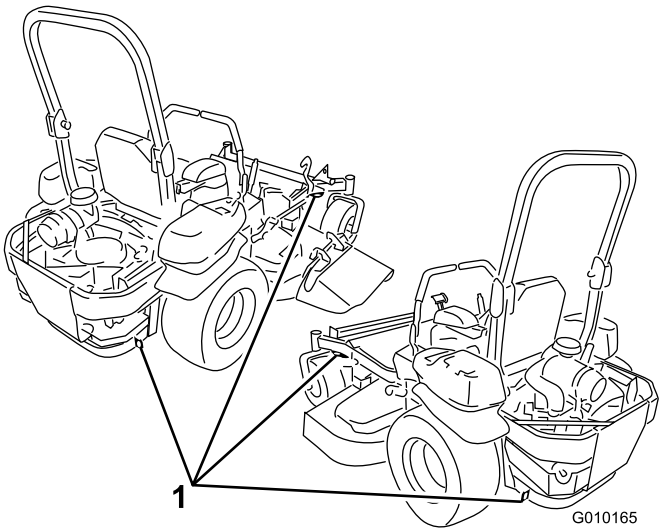

Figuur 38
5. Gebruik de metalen bindogen op de machine om de machine goed te bevestigen op de aanhangwagen of de vrachtwagen met banden, kettingen, kabels of touwen (Figuur 38).